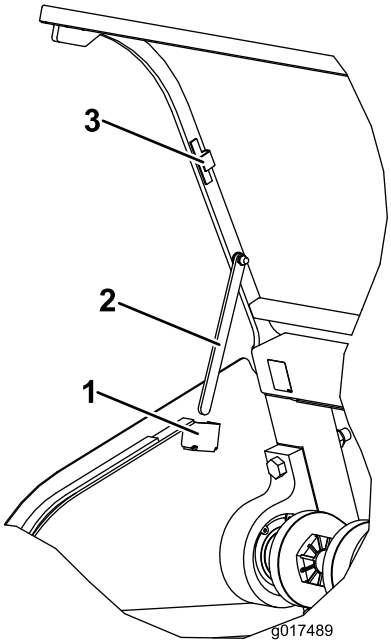

Figur 34
3. Drej støttepinden ned på hver side af beskyttelseskappen fra det magnetiske opbevaringsbeslag, og sæt den i hagen til støttepinden (Figur 34).